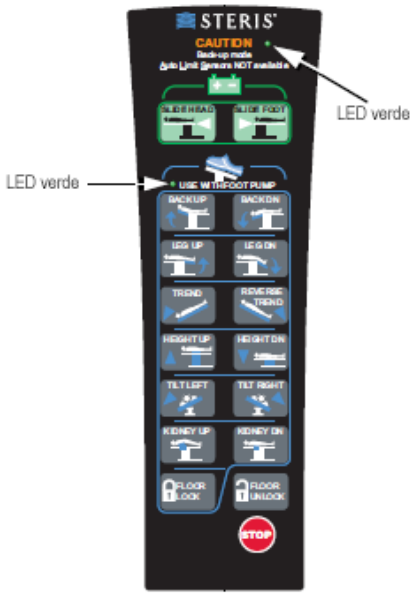

Figura 5-6. Control manual de respaldo (anulación)
3. **Para operar las funciones de la mesa, bombee el pedal mientras presiona el botón de función deseada en el control manual de respaldo (consulte *Figura 5-6*).**
Las descripciones de los botones del control manual de respaldo son las siguientes (consulte *Figura 5-6*):